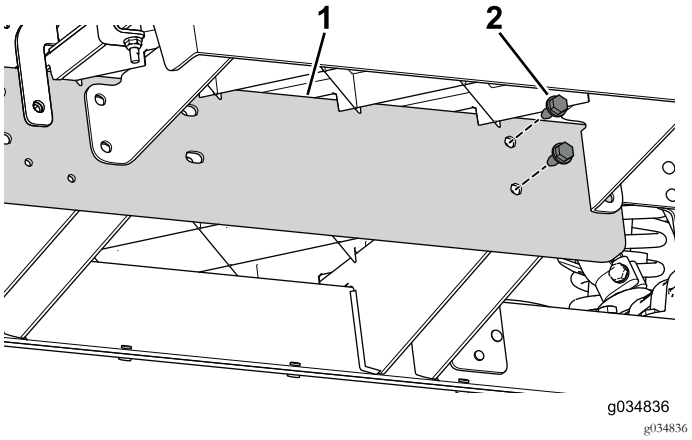

Figura 71
3. Utilize os dois parafusos (5/16" x ¾") para instalar sem apertar a calha de extensão para o canal central para a secção dianteira da máquina (Figura 71).